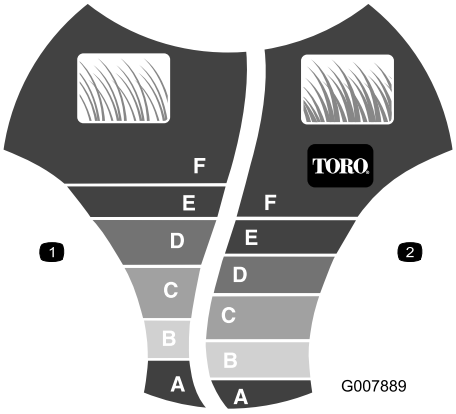

Figura 16
Il dispositivo SmartWheel® presenta due scale di regolazione di taglio, erba rada o normale e erba folta, per garantire un'altezza di taglio ottimale in ogni condizione (Figura 16).
Nota: Il dispositivo SmartWheel calcola l'altezza corretta, facendo in modo che non tagliate a più di un terzo della lunghezza dello stelo d'erba (Figura 16).
2. Portate il tosaerba sul manto erboso; fermatelo nel momento in cui il dispositivo SmartWheel ha raggiunto la posizione verticale (Figura 16).